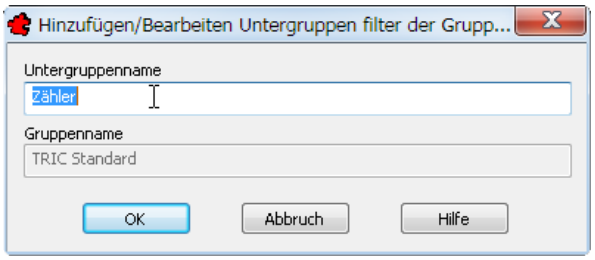

Bild 36.77 – Hinzufügen und Bearbeiten einer Untergruppe
- Mit *Neu* fügen Sie eine neue Untergruppe hinzu. Hier geben Sie nur mehr den Namen der Untergruppe ein (Abb. 36.77).